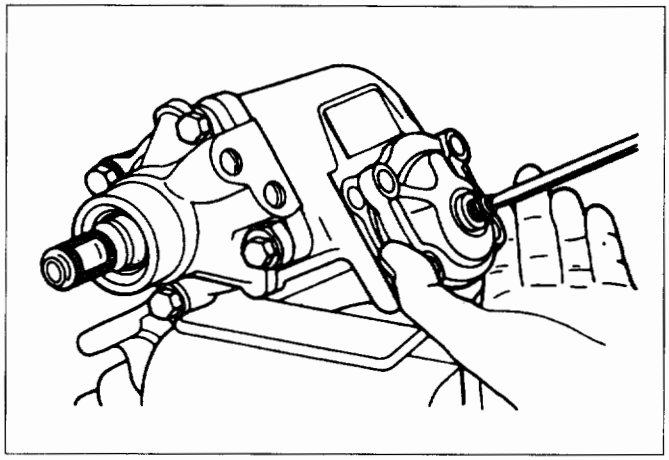

Fig. 3B1-15
8. **Sector shaft (Fig. 3B1-16)**